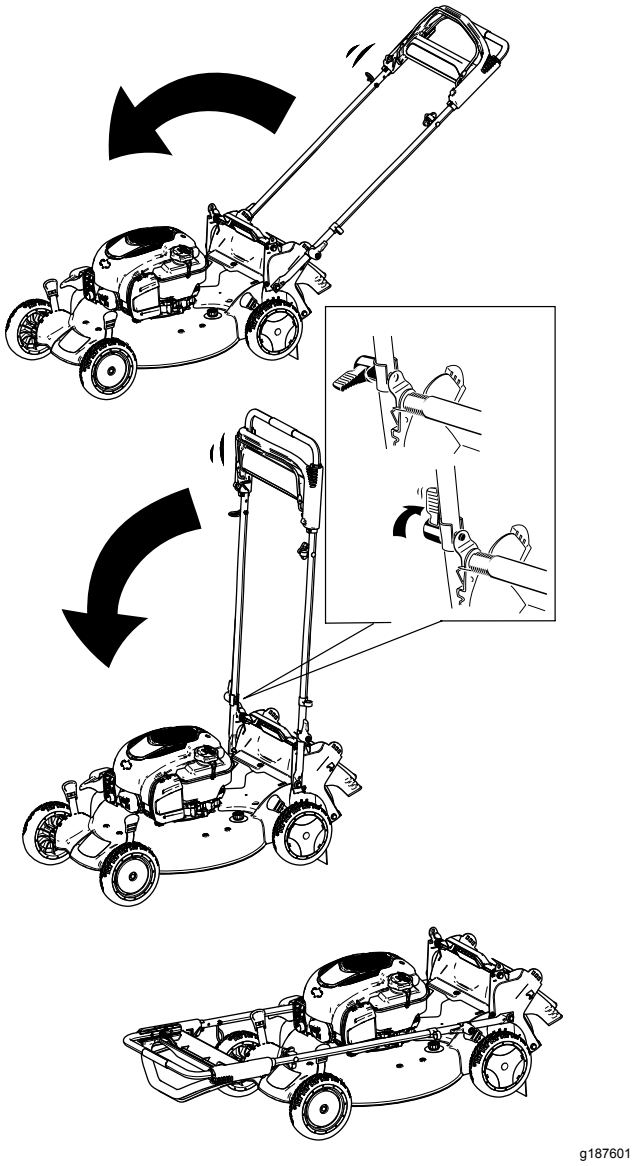

Figur 30
2. För handtaget framåt (Figur 30).